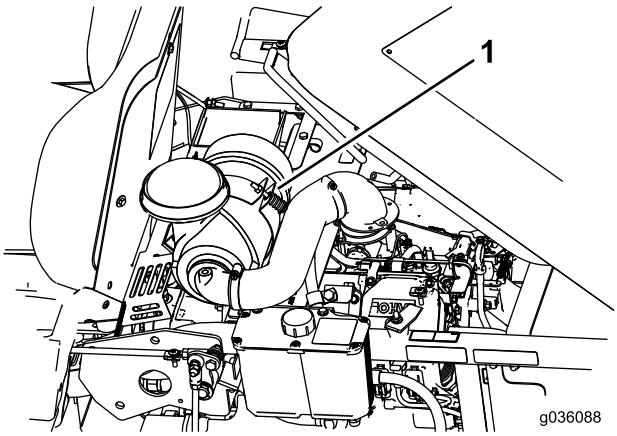

Figuur 36
3. Om bij de onderste sluiting te kunnen komen, moet u de bout verwijderen, de klem openen en het luchtfilter optillen (Figuur 36).
5. Monteer het luchtfilter in de klem en bevestig het met de bout die u eerder hebt verwijderd (Figuur 36).